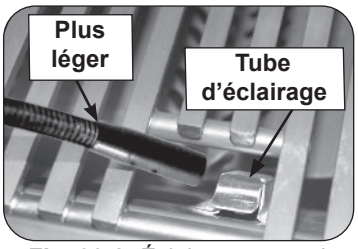

Fig. 30-2 Éclairage manuel via un tube d'éclairage
2. Passez un allumeur brûlant de butane de long-baril ou une allumette brûlante de long-tige dans la grille à cuire s'ouvrant au dessus du tube d'éclairage. (Fig. 30-2). Pour les brûleurs de dos ou les brûleurs infrarouges, maintenez la flamme contre la surface du brûleur de brûleurs arrière / infrarouge. Pour les favoris, maintenez la flamme contre le brûleur.